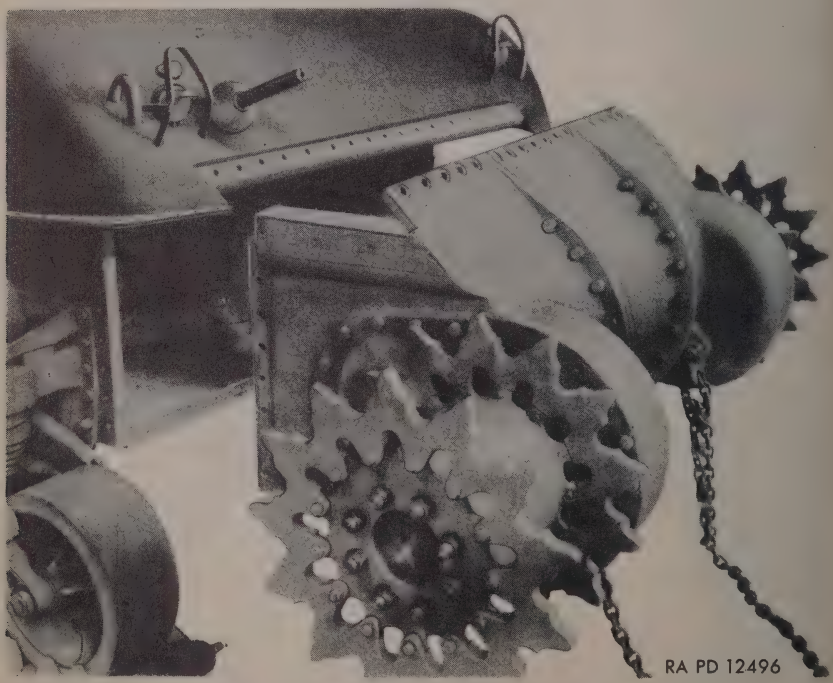

Figure 95—Power Train Removed from Tank
(9) REMOVING THE POWER TRAIN FROM THE TANK (fig. 95).